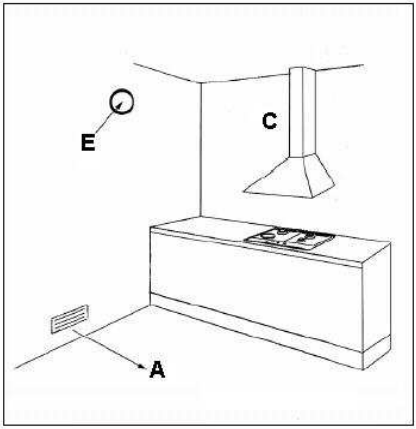

Рис. 4.
См. **рис. 4** ниже.
Продукты горения, вырабатываемые газовыми приборами, должны выводиться наружу посредством вытяжки (C), поключенной к выводному каналу, либо напрямую наружу. См. **рис. 4** выше.
В случае, если невозможно установить вытяжку, необходимо установить электрический вентилятор (E), кторый необходимо расположить на внешней стене помещения, либо на окне. См. **рис. 4** выше. Данный электрический вентилятор должен иметь достаточную мощность, чтобы в течение каждого часа он мог обеспечить смену количества воздуха, превышающего в 3-5 раз объем воздуха в помещении.